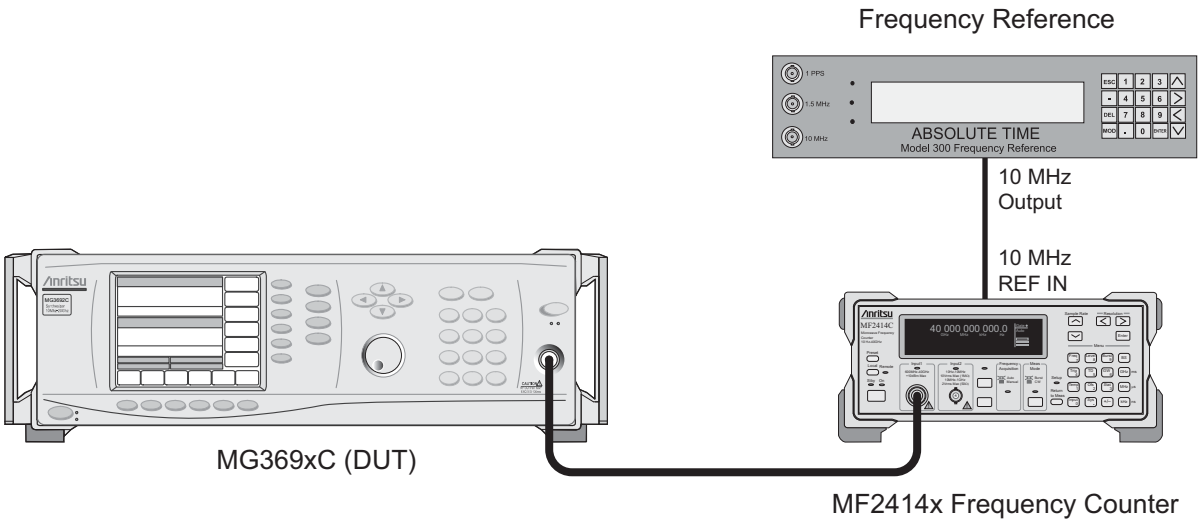

Figure 5-3. Equipment Setup for 10 MHz Reference Oscillator Calibration
a. Connect the equipment as shown in Figure 5-3.